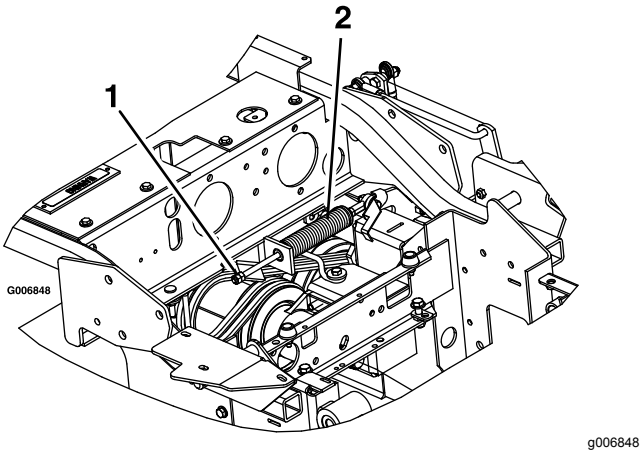

**Figuur 68**
3. Zoek de remveer en draai de 2 contramoeren naar het uiteinde van de remveerstang (Figuur 68).